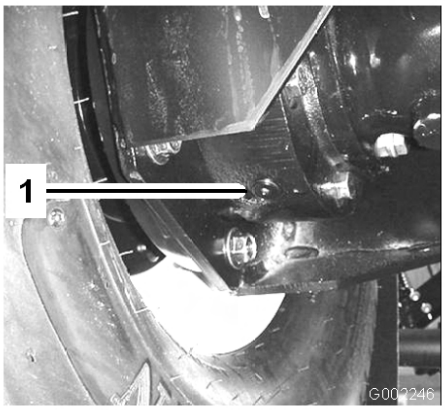

Figur 48
4. Placera ett kärl under den inre avtappningspluggen och ta bort den (Figur 48).